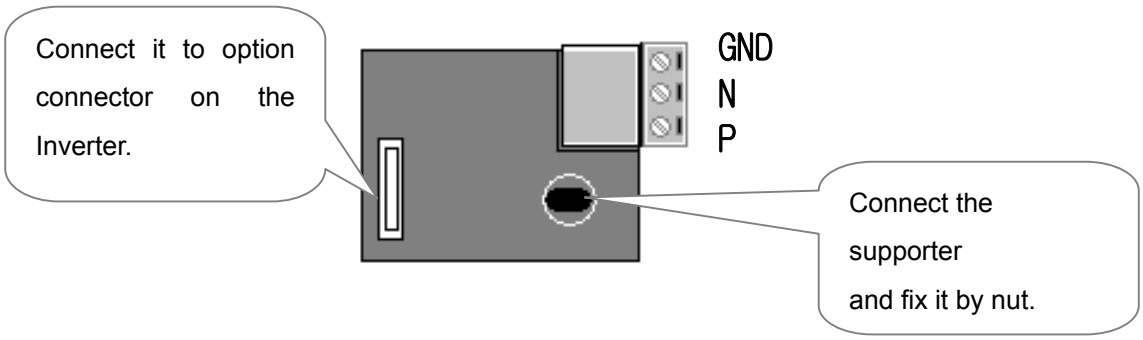

Figure 3. Layout of comm. terminal
② Double check the board is firmly installed to the board and then apply the inverter power.
③ When card installation and parameter setting are finished, turn the power off to connect the converter.
④ Connect the jumper for terminating resistor when option card is connected at the end of network. (see figure 3).
⑤ When ①~④ is done correctly, set the parameters for communication according to the below table.